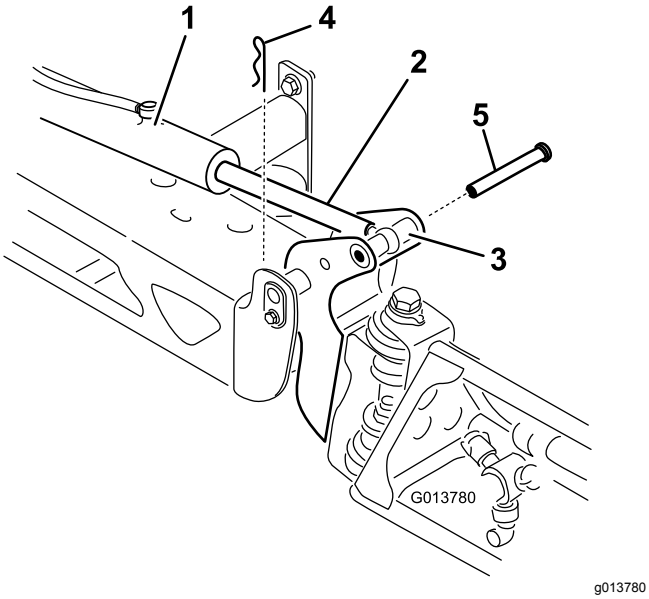

**Figur 34**
2. Fjern splitten fra drejetappen (Figur 34).
3. Løft op på bommen, fjern splitten (Figur 34), og sænk langsomt bommen ned på jorden.
9. Mens du holder bommen, skal du føre stiften gennem bommens drejetap og aktuatorstangen (Figur 34).